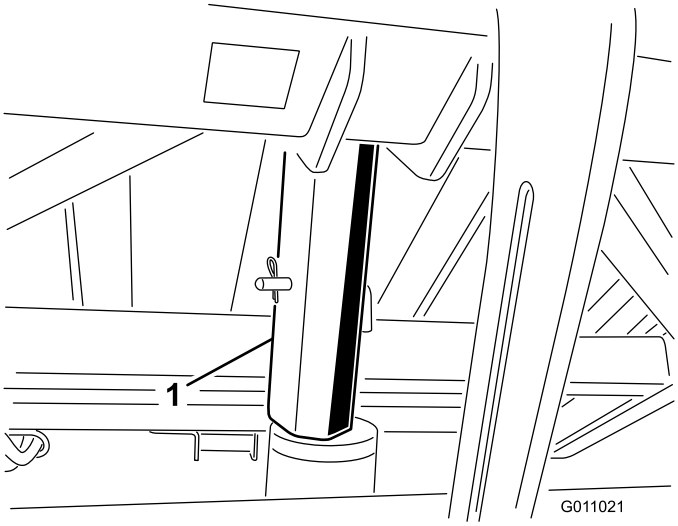

Figur 26
3. Sæt tragtbeholderens sikkerhedsstøtte ned over cylinderstangen, og sørg for, at støtteenden hviler på enden af cylinderløbet og cylinderstangenden (Figur 26).